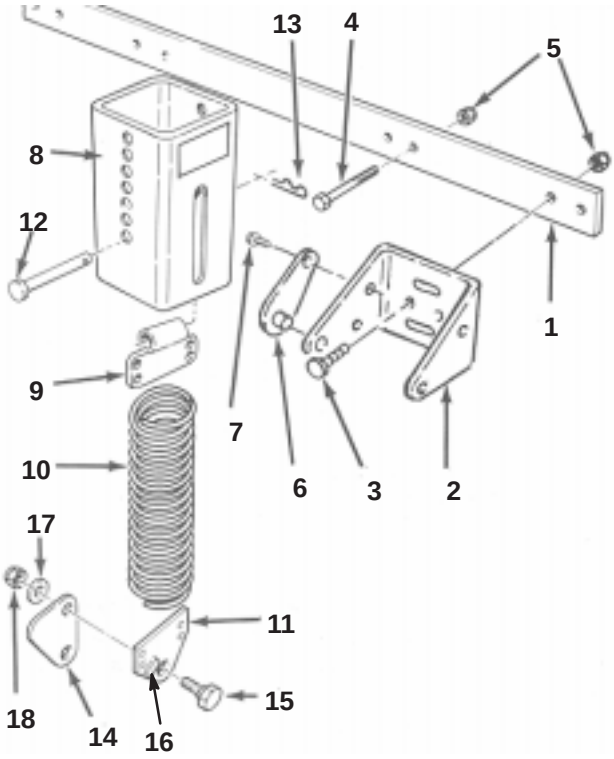

Figure 9
1. On 217–D and 220 models, install the adapter bar to the front of the front of the traction unit frame (optional–not included with frame with 4 flange head capscrews (3/8 x 2–1/4 in.) and locknuts (Fig. 9).
2. At each bracket, align the slotted holes in the spring cover (slot toward the bottom) with the mounting bracket holes. Insert lock pin assemblies into the bracket holes and secure to the bracket with self–tapping screws (Fig. 9). Torque the screws to 20 ft.-lb. (27 N·m)
3. Thread the top extension spring coils into the top spring end holes and the bottom extension spring coils into the bottom spring end holes (Fig. 9).